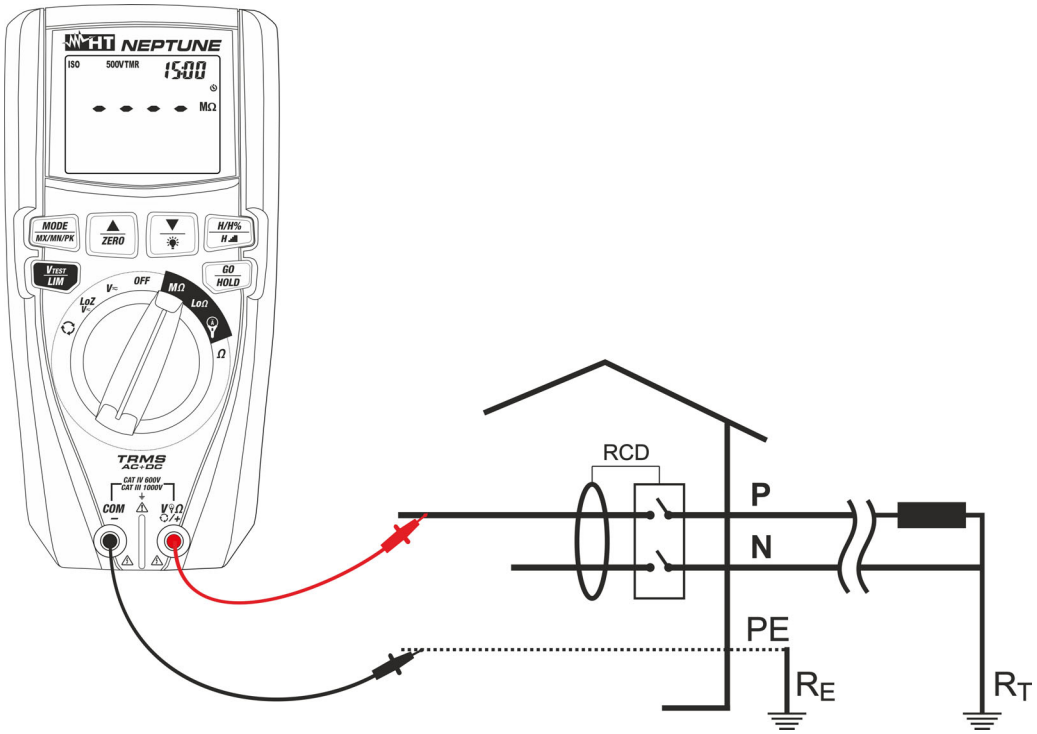

Fig. 19: Uso del instrumento para medida resistencia de aislamiento en modo TMR
6. Inserte el conductor rojo en el terminal de entrada **VΩ/+** y el conductor negro en el terminal de entrada **COM/**– y eventuales terminales de cocodrilo y conecte el instrumento a la instalación en examen (ver la Fig. 19)